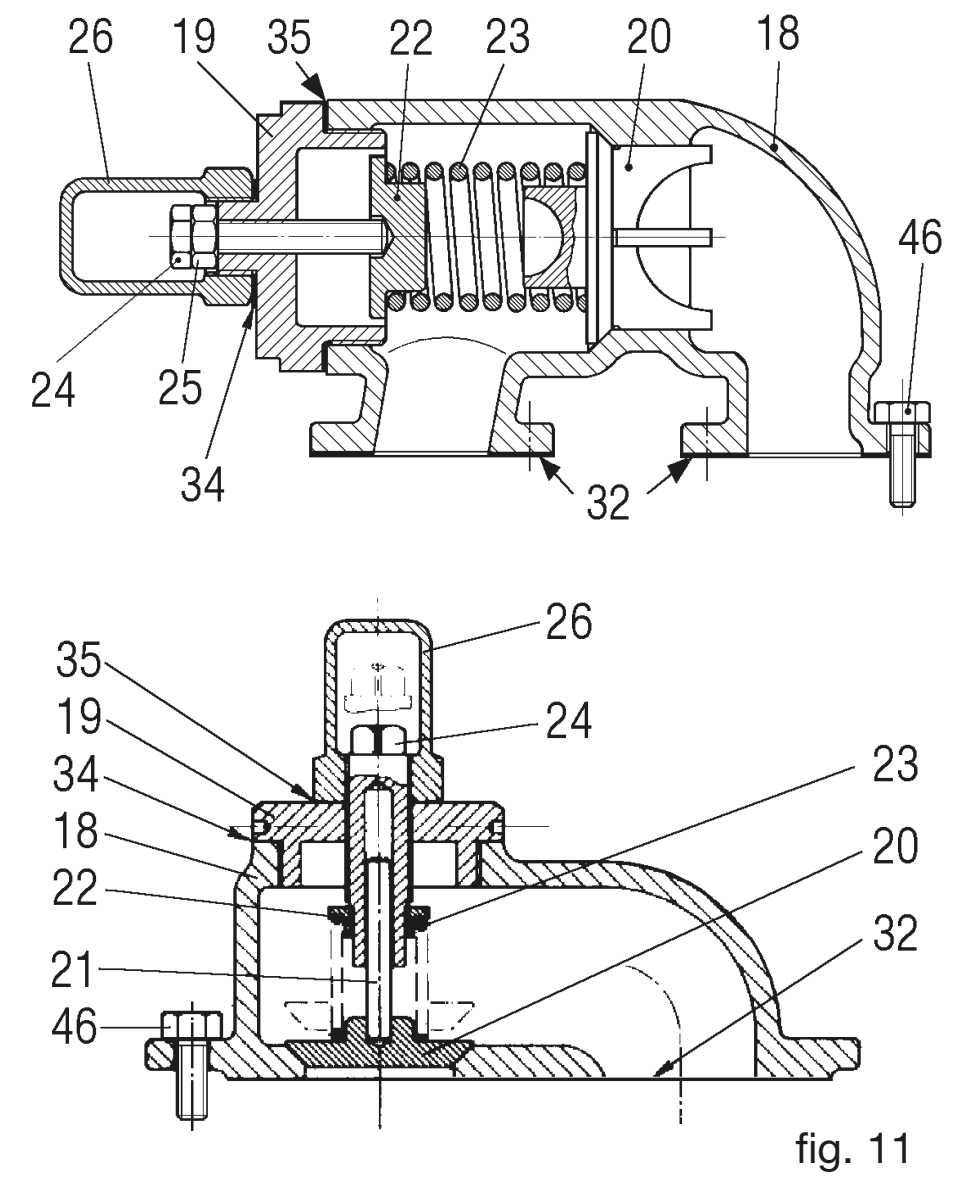

fig. 11
10.5 Regulación de la válvula de seguridad (by-pass) (Fig. 11).
☐ Si la bomba está dotada de válvula de seguridad montada en la tapadera (V. fig. 11) no es necesario quitarla. Si también la válvula necesita manutención, destornillar los pernos (46) y quitarla, teniendo cuidado con no perjudicar la/las junta/as (32). Si esto ocurriera, sustituirla.